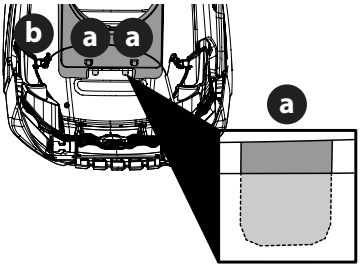

Fig. 11
2. Puis, glissez les pattes avant (a) dans le déflecteur (Fig. 11).